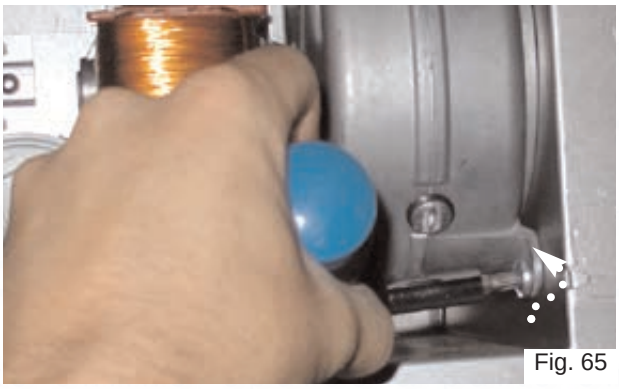

Fig. 65
3. Remove the screw fixing the fan to the flue outlet *(see Fig. 65)*;